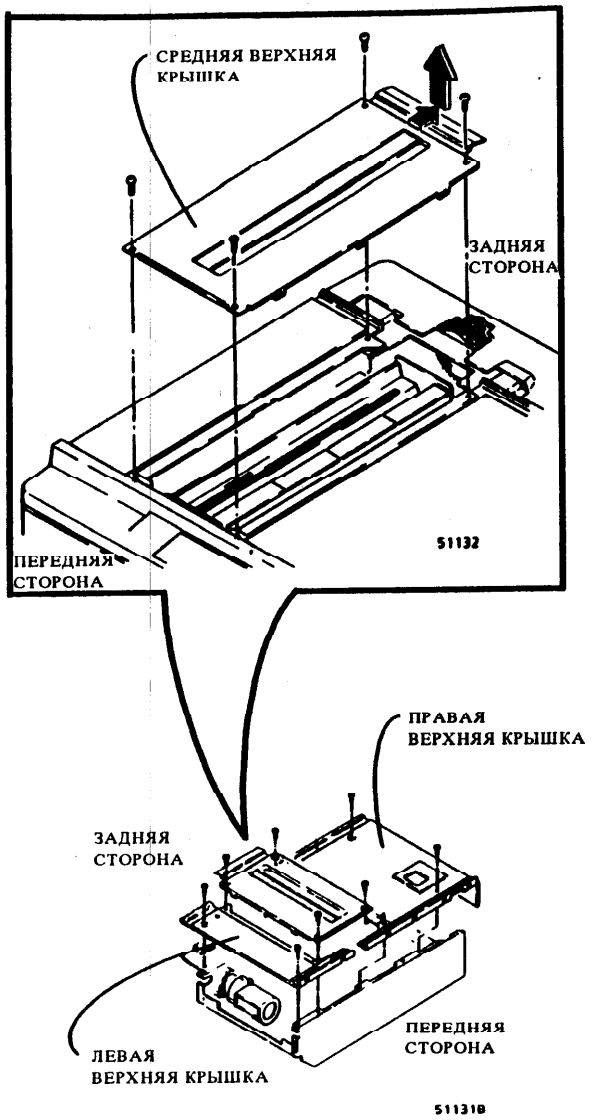

Рис.2 Снятие средней, левой и правой верхних крышек
5. (Рис. 2): снять среднюю верхнюю крышку:
7. (Рис. 2): снять верхнюю левую крышку (два винта).
8. (Рис. 2): снять правую верхнюю крышку (два винта).